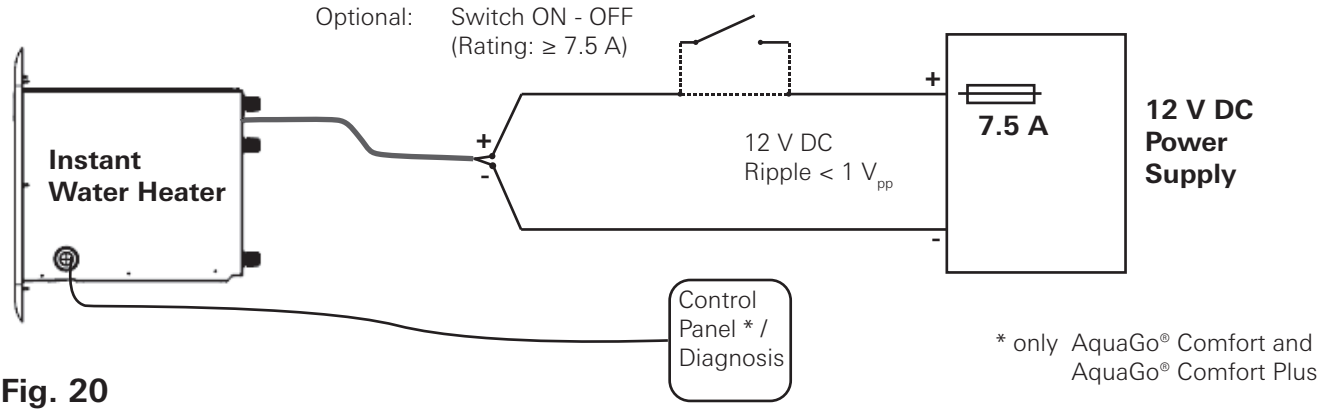

Fig. 20
- Connect the hose for cold water (1) at the bottom of the appliance.
- Connect the hose for hot water (2) at the top of the appliance.
- **Model AquaGo® comfort plus only:** Connect the hose for the circulation line (3).
- Connect the electrical lines with the proper polarity to the 12 V DC power supply. Refer to “Electrical connection for all models” on page 31). Install a 7.5 A fuse (see Fig. 20).